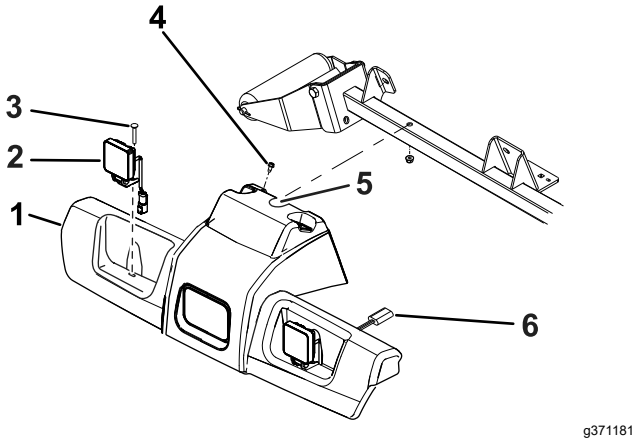

Figur 1
1. Afmonter møtrikkerne fra de to bræddebolte, der fastgør forlygterne til traktionsenhedens stel (Figur 1).
2. Afmonter de to selvskærende bolte, der fastgør toppen af platformsafskærmningen til stellet (Figur 1).
3. Træk forlygtekonnektorerne ud, og fjern platformsafskærmningen fra stellet (Figur 1).